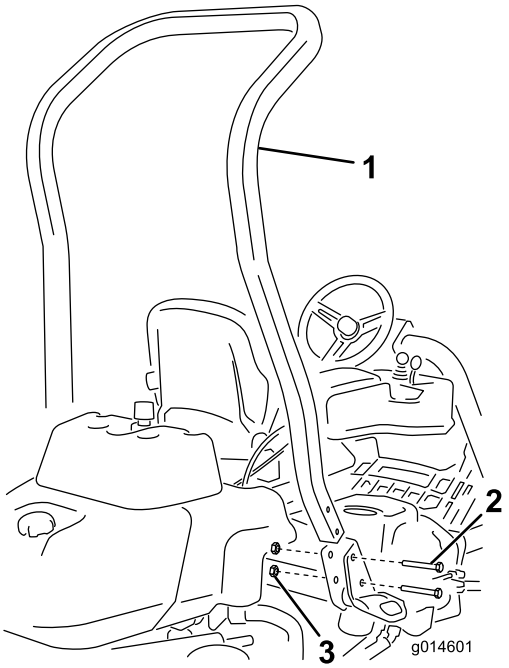

Figur 3
3. Fastgør styrtbøjlen i beslagene på hver side af maskinen med 4 bolte (1/2 x 3-3/4 tommer) og 4 flangemøtrikker (1/2 tomme) (Figur 3)